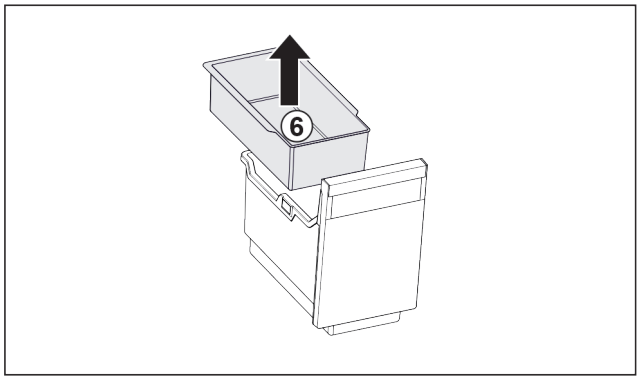

Fig. 90
▶ Remove the hang-on tray *Fig. 90 (6)*.